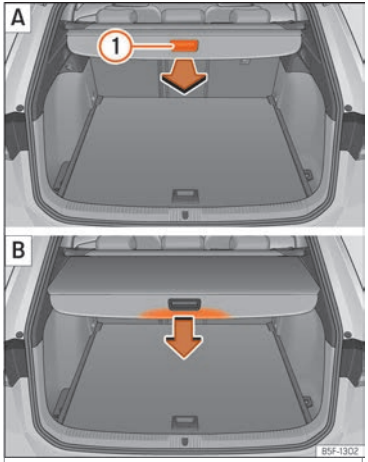

Abb. 125 Im Gepäckraum: Abdeckung ausziehen und einrollen.
- Ziehen Sie gleichmäßig die Abdeckung am Handgriff ››› **Abb. 125** (1) [A] heraus, bis diese hörbar einrastet.
- Drücken Sie den Haltegriff der Gepäckraumabdeckung in Pfeilrichtung, bis diese entriegelt ist ››› **Abb. 125** [B].